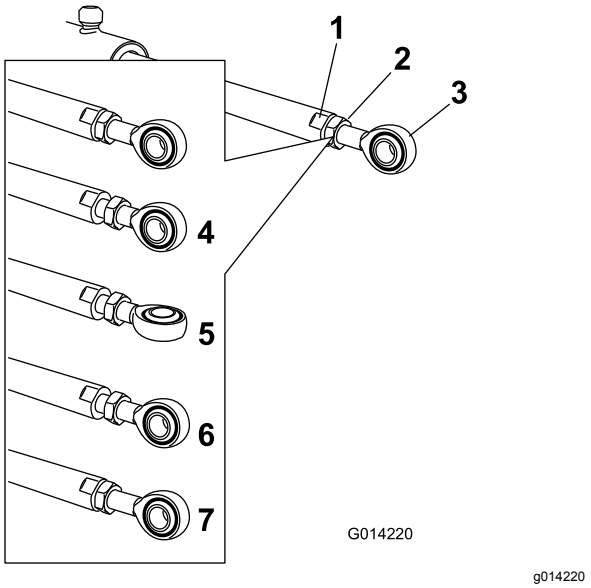

Figur 110
5. Brug en skruenøgle på de flade sider af aktuatorstangen for at immobilisere den, og løsn derefter kontramøtrikken, så øjestangen kan justeres (Figur 110).
6. Drej øjestangen i aktuatorstangen, så den forlængede aktuator forkortes eller forlænges til den ønskede position (Figur 110).